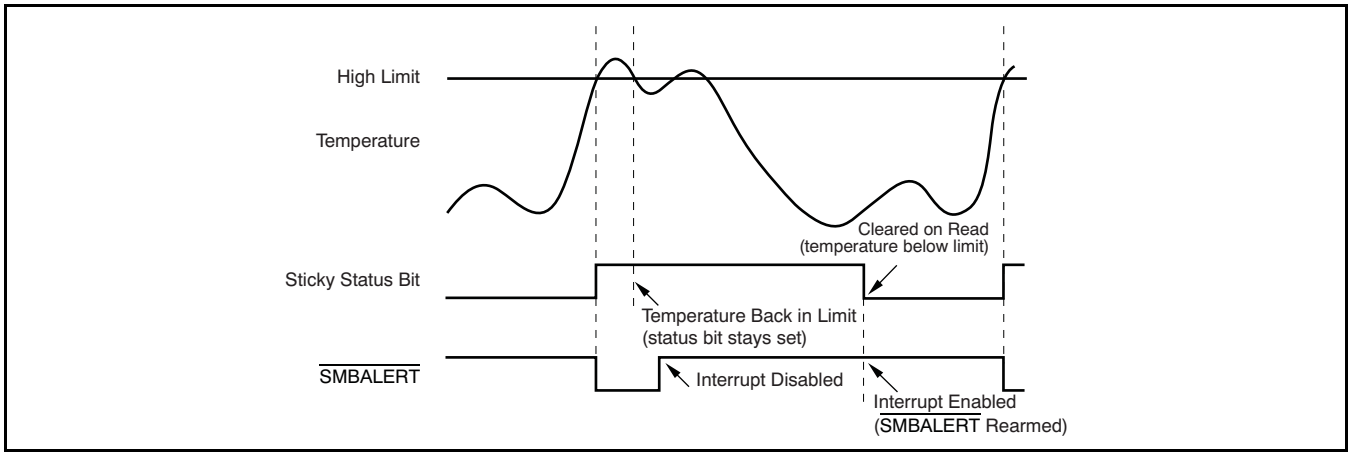

Figure 32. How Masking the Interrupt Source Affects $\overline{\text{SMBALERT}}$
7. Periodically poll the status registers. If the interrupt source bit has cleared, reset the corresponding interrupt enable bit to '1'. This reset makes the SMBALERT output and status bits behave as shown in Figure 32.